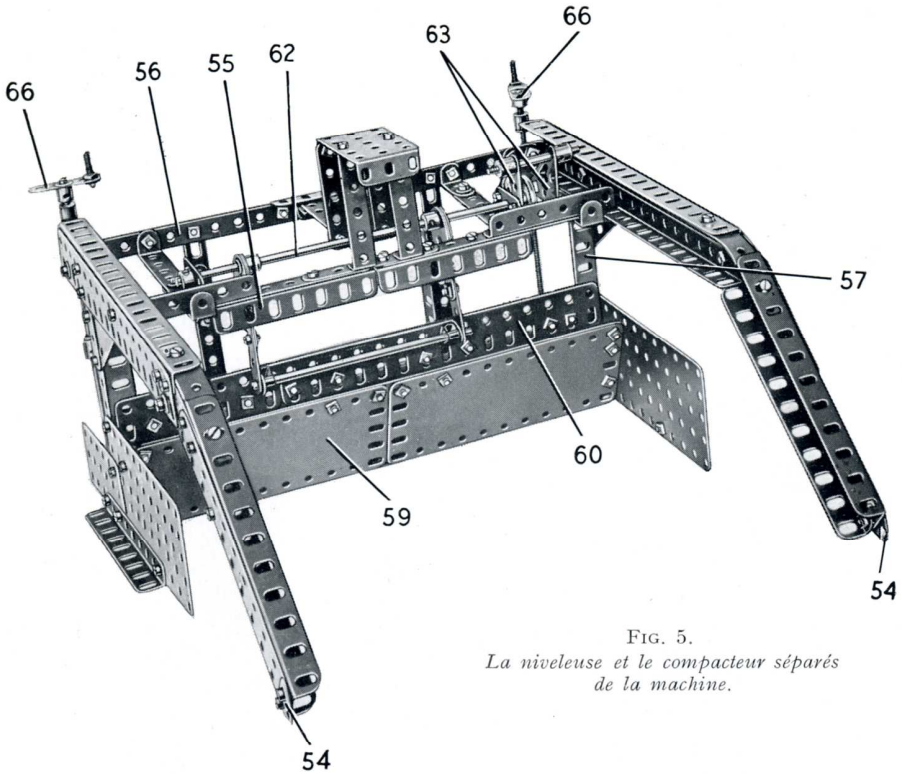
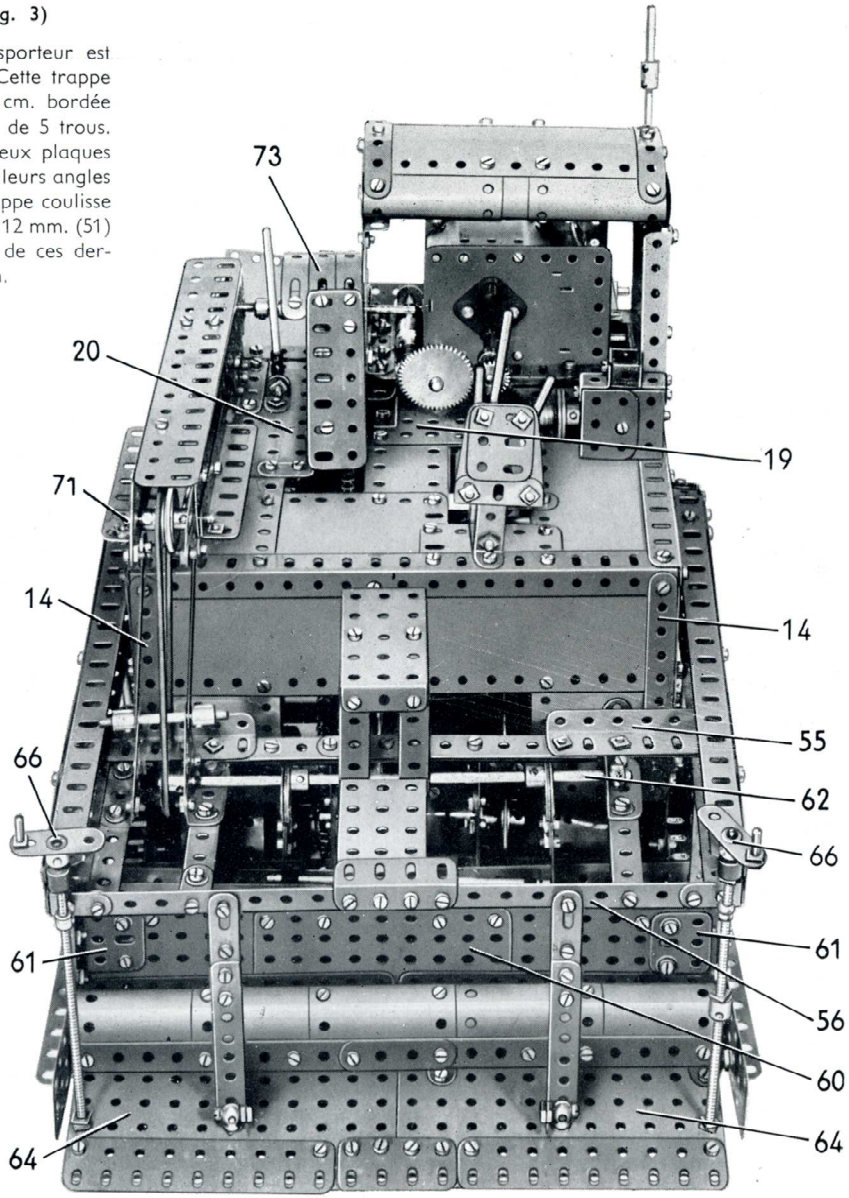
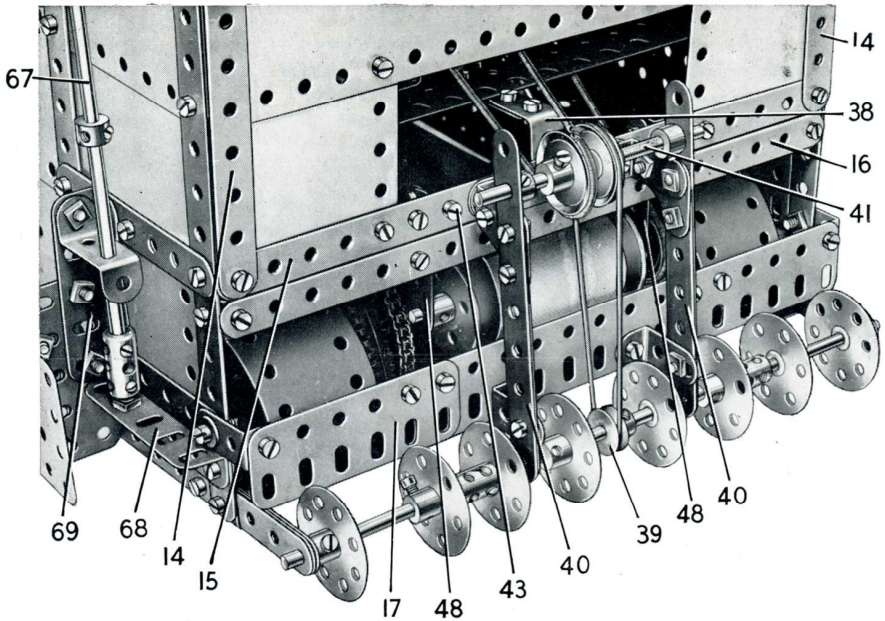
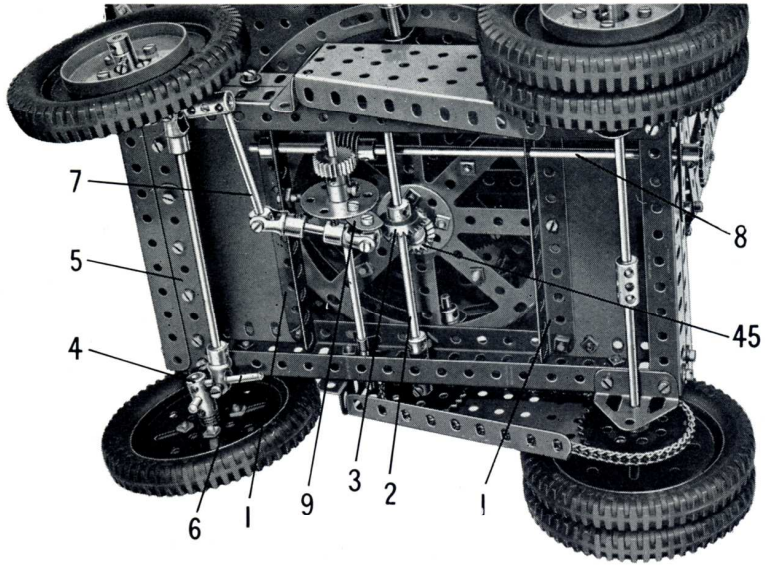

FIG. 5.
FIG. 7. *Vue de l'arrière montrant la disposition générale du surfaceur*
FIG. 10. *Les matériaux à étaler sur la route sont répartis par une vis hélicoïdale figurée dans le modèle par une série de roues barillet tournantes*
FIG. 2.
La niveleuse (fig. 5) est articulée de chaque côté du surfaceur par un bras pivotant. Ces bras sont formés chacun d'une poutrelle plate de 19 trous munie de deux cornières de 19 trous, et d'une poutrelle plate de 11 trous renforcée par deux cornières de 11 trous. Les deux parties de chaque bras sont réunies l'une à l'autre obliquement par deux bandes incurvées de 6 cm. et par une bande cintrée à glissières. Une plaque triangulaire de 25 mm. (54) est boulonnée à l'extrémité inférieure de chaque bras.
Les bras sont réunis par un pont (55) (fig. 5) monté comme le montre la figure à l'aide de deux bandes de 11 trous réunies bout à bout par une bande de 6 trous et renforcées par des cornières de 7 et 6 trous. Une bande (56) faite de deux bandes de 11 trous réunies par une cornière de 4 trous, est fixée aux extrémités avant des bras par des équerres de 25×25 mm.
Une cornière de 9 trous (57) (fig. 5) est fixée sur chaque bras par une bande de 5 trous et par une plaque flexible triangulaire de 9×6 cm.
Les extrémités inférieures de ces cornières sont réunies par une poutrelle (58) (fig. 2) faite de deux cornières de 11 trous réunies au centre par une bande de 4 trous. Une plaque sans rebord de 14×6 cm. et une de 75×38 mm. sont boulonnées sur chacune des cornières (57) et sont réunies à l'extérieur par une cornière de 9 trous. Une plaque (59) (fig. 5) est fixée en oblique sur les plaques sans rebord de 14×6 cm. par des cornières de 3 trous. Cette plaque est formée par deux plaques flexibles de 14×6 cm. boulonnées sur deux bandes de 11 trous qui sont réunies bout à bout par une bande de 6 trous.
Une poutrelle plate de 3 trous (61) (fig. 7) placée à chacune des extrémités de la plaque de tassage à l'avant de la cornière (57), est tenue écartée de la plaque par une rondelle placée sur chaque boulon, et l'ensemble coulisse sur les rebords des cornières (57). La plaque de tassage reçoit un mouvement de va-et-vient vertical grâce à deux excentriques à course unique montés sur une tringle de 20 cm. (62). Les excentriques sont prolongés par des bandes de 4 trous qui pivotent sur une tringle de 13 cm. tenue par des clavettes dans une bande coudée de 115×12 mm. boulonnée derrière la plaque de tassage. A une extrémité, la tringle (62) passe dans une cornière de 3 trous boulonnée sur une bande coudée de 115×12 mm. fixée sur la bande (56) (fig. 5) et sur le pont (55). L'autre extrémité de la tringle passe dans une cornière de 3 trous fixée sur une bande de 7 trous boulonnée sur le pont et réunie à la bande (56) par une équerre de 26×12 mm. La dernière cornière de 3 trous soutient l'un des grands goussets d'assemblage (63). L'autre gousset est fixé sur une autre cornière de 3 trous boulonnée sur une bande coudée de 115×12 mm.
Deux plaques sans rebord de 14×9 cm. (64) (fig. 2) sont réunies à la poutrelle (58) par des charnières tenues par les boulons (65). Les bords intérieurs des plaques sans rebord sont tenus sans être bloqués par un boulon de 9,5 mm. muni de contre-écrou qui passe dans une équerre boulonnée sur l'angle inférieur arrière de chaque plaque sans rebord. Les bords avant des plaques sans rebord (64) portent des poutrelles plates comme le montre la figure 7.
Les plaques triangulaires (54) de la niveleuse (fig. 5) passent sur les extrémités d'une tringle de 29 cm. (74) qui est tenue par des accouplements dans des bandes coudées de 60×12 mm. boulonnées sur la bande (3) (fig. 2). Sur les fig. 1 et 3, les plaques triangulaires ont été séparées de la tringle pour montrer les accouplements. Une tringle de 11,5 cm. (67) (fig. 1 et 3) est montée de chaque côté et porte un accouplement tenu sur une cheville filetée fixée dans les cornières de 6 trous (68) (fig. 10). La tringle passe dans une équerre renversée de 25 mm. fixée sur une cornière verticale de 5 trous (69). Une équerre-cornière est fixée sur cette cornière par une poutrelle plate de 5 trous. Les tringles (67) passent dans les bras de la niveleuse, et les bras sont soutenus sur les tringles par des parties centrales d'accouplements à cardan (voir fig. 1 et 3).
Une poulie de 38 mm. montée sur la tringle (70) est réunie par une corde élastique à une poulie de 25 mm. montée sur une tringle de 4 cm. (71) (fig. 7). La tringle (71) porte une seconde poulie de 25 mm. et passe dans l'extrémité d'un bras qui pivote sur la tringle (70). Ce bras est constitué par trois poutrelles plates de 15 trous réunies par des équerres de 25×25 mm. et de 26×12 mm., de façon à former une poutrelle en U. Il est prolongé à une extrémité par deux bandes de 6 trous et par deux bandes incurvées épaulées de 6 cm. (fig. 1). Une cornière de 7 trous
est boulonnée sur chaque côté du bras, et deux bandes de 7 trous (72) sont fixées à l'aide de contre-écrous sur des équerres boulonnées sur ces cornières. Les extrémités inférieures des bandes (72) pivotent sur une tringle de 4 cm. tenue par des colliers avec tiges filetées dans les goussets d'assemblage (63). La seconde poulie de 25 mm. de la tringle (71) est réunie par une courroie de transmission à une poulie de 25 mm. montée à l'extrémité de la tringle (62) (fig. 7).
Un couvercle (73) (fig. 7) est formé par trois bandes cintrées à glissière réunies par des bandes de 3 trous et prolongées par une poutrelle plate de 7 trous. Il est fixé à une extrémité du capot de la machine par une équerre et il est tenu par une équerre ordinaire et une équerre de 25×25 mm. boulonnées comme le montre la fig. 7 sur la plaque sans rebord (20).
(Fig. 2 et 4)
Chaque longeron de la base est constitué par deux cornières de 19 trous réunies l'une à l'autre par deux poutrelles plates de 3 trous. Les longerons sont réunis à chaque extrémité par deux cornières de 11 trous qui sont boulonnées sur des équerres fixées sur les cornières de 19 trous. Une plaque flexible de 14×6 cm. est boulonnée en travers du dessus de chaque extrémité de la base, et les bords intérieurs de ces plaques sont renforcés par des cornières de 11 trous (1) (fig. 2).